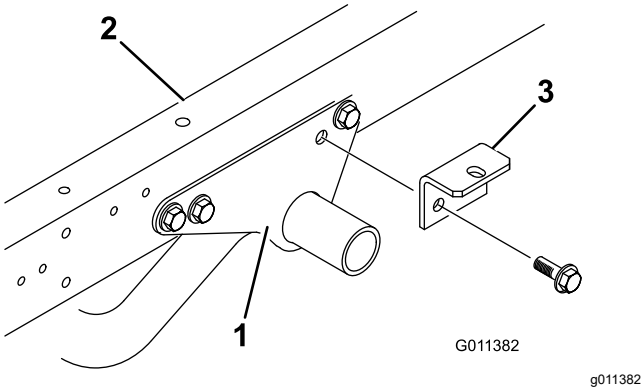

**Figur 5**
1. Fjern de to flenshodeskruene og flenslåsemutterne som fester bakdelen av hver monteringsbrakett for motorrammen til siden av hver ramme på Workman-kjøretøyet (Figur 5).
2. Fest en tilbehørsbrakett løst på hver monteringsbrakett for motorrammen og rammen på Workman-kjøretøyet med de to flenshodeskruene og flenslåsemutterne som du fjernet i trinn 1 (Figur 5).